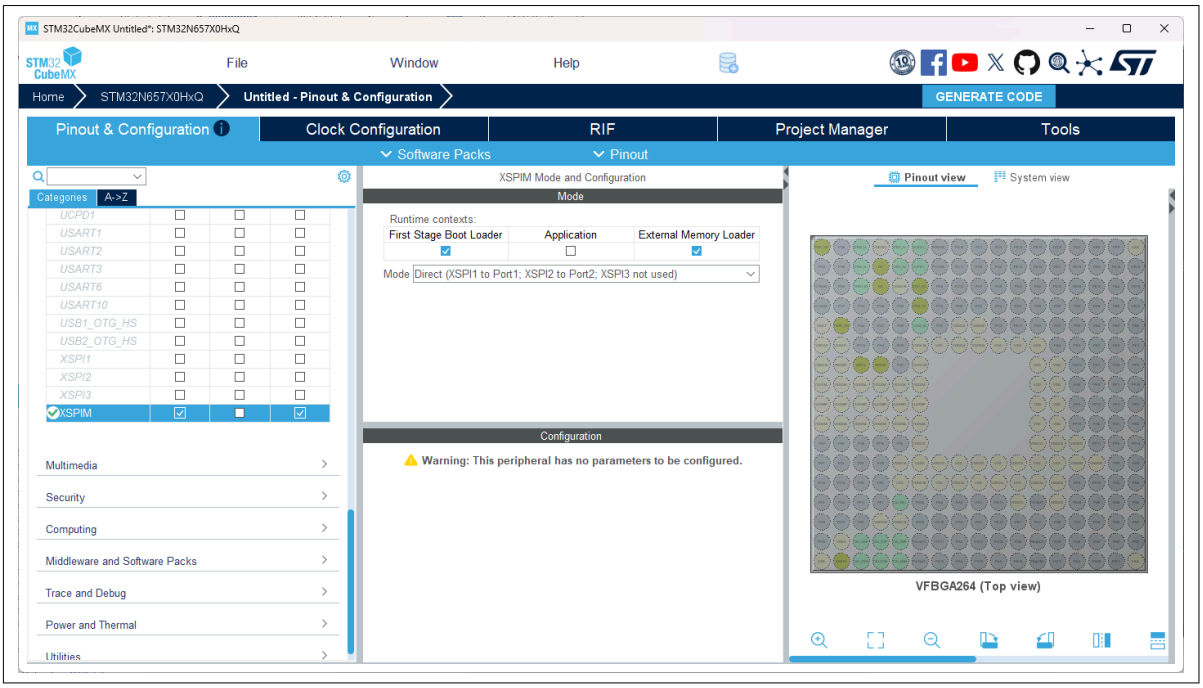

Figure 7 XSPIM configuration window
1. In STM32CubeMX, select the **Pinout & Configuration** tab, click **Connectivity**, and then click **XSPIM**. The XSPIM configuration window displays as shown in Figure 7. To use XSPI in the FSBL and External Memory Loader, select First Stage Boot Loader, External Memory Loader, and Direct mode. If you use XSPIM in Swapped mode or another mode, replace "XSPI2" with the appropriate term in the following sections.